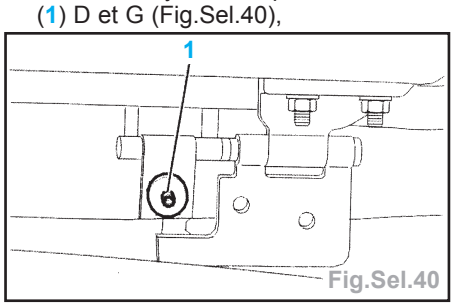

Fig.Sel.40
- ouvrir le hayon et déposer la fixation (1) D et G (Fig.Sel.40),